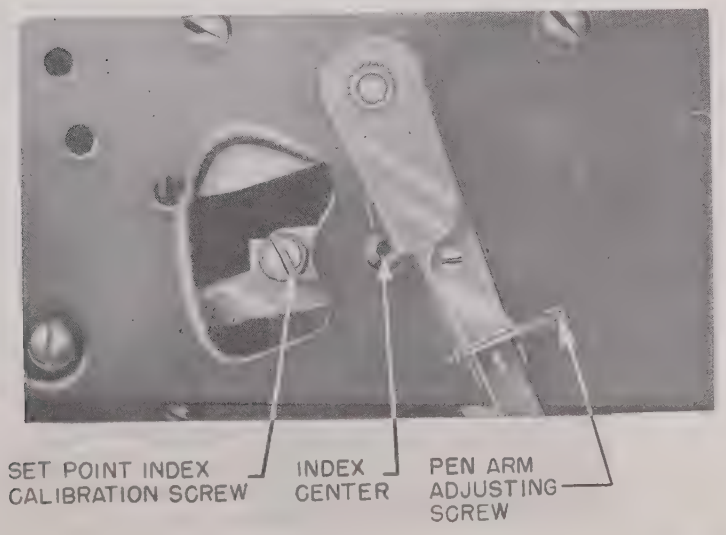

Figure 3. Set Point Index Calibration Screw
(d) With pen and set point index at this point, they are correctly aligned when a 0.040-inch diameter pin can be inserted through holes in index center and differential lever (fig. 3).
2. Adjust set point index by means of set point calibration screw (fig. 3) until pen and set point index coincide at 55 per cent of full scale.
(b) If control point does not coincide with set point index, turn calibration screw (fig. 3) until index is aligned with control point.